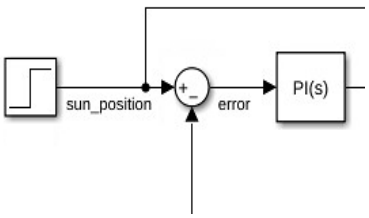

Figure 5
2. For the efficiency and accuracy of the solar tracker, it is necessary to install a PID controller in the motor. Since we already have the position of the solar panel, we need to input the position of the sun to find the error. For that, insert a Step Function (Unit step), add a Sum block, and change the sign list to **|+-**. Add a PID controller block from the library browser and install it, as shown in Figure 5.